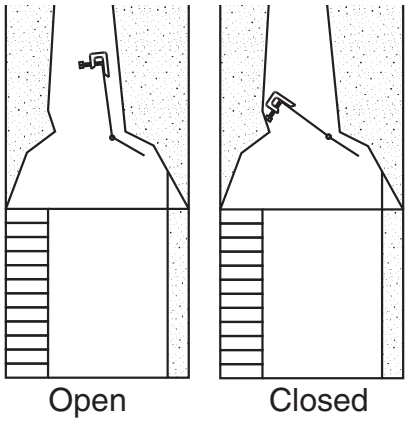

Fig. 12-1 Damper clamp in place
2. A damper clamp (PARTS LIST, Item #3) is supplied and must be installed on the damper assembly as shown in Fig. 12-1.